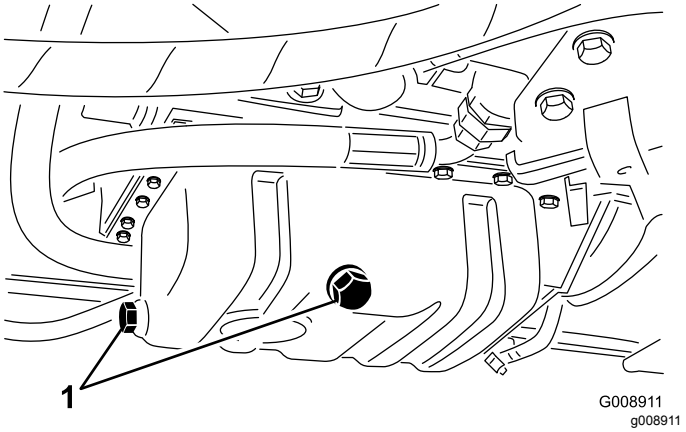

Figur 63
1. Fjern enten tappepluggen (Figur 63) og la oljen renne ned i et tappefat. Sett tappepluggen på plass når oljen slutter å renne.